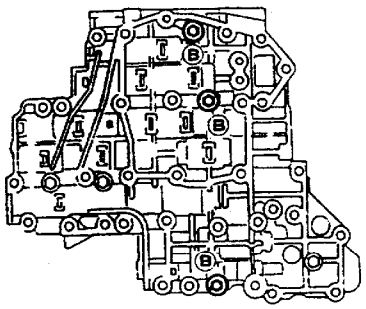

图 9－13－55
②如图 9－13－56 所示，把电磁阀组件和主油压电磁阀装到下阀体上。